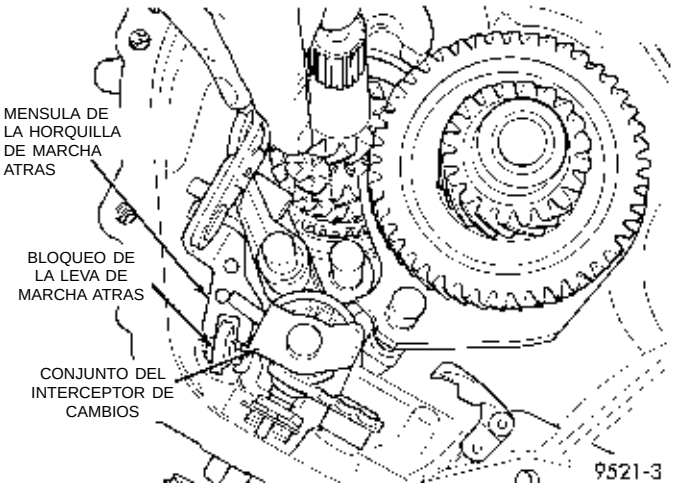
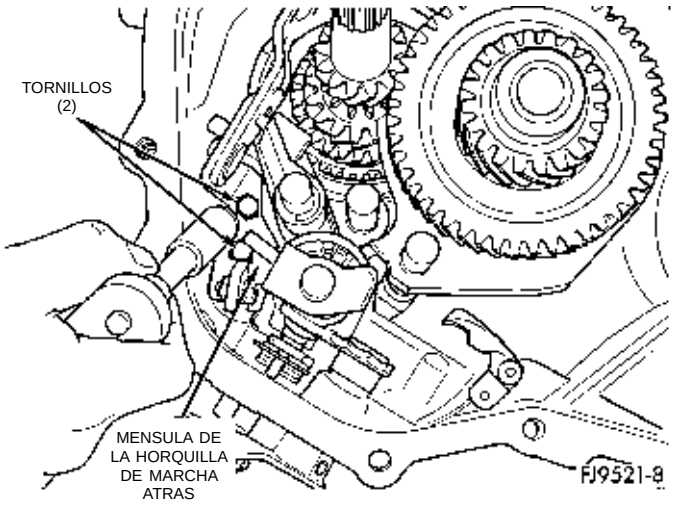

Fig. 73 Ménsula de la horquilla de marcha atrás
Fig. 74 Tornillos de la horquilla de marcha atrás
(19) Instale la ménsula de la horquilla de marcha atrás y el bloqueo de marcha atrás. Apriete los tornillos con una torsión de 11 N·m (96 lbs. pulg.) (Fig. 73) (Fig. 74).